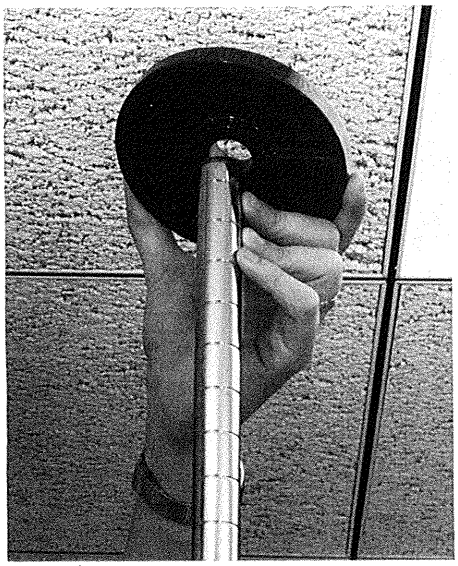
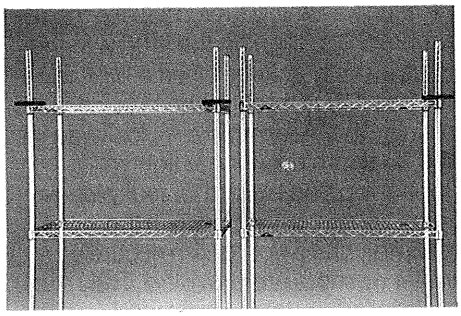

FIG. 8
FIG. 9
9. On the long side of each unit which faces inboard toward the mobile units, slide a 5 1/2" donut bumper down over three of the four posts. Bumpers will rest on the top shelves (Fig. 8 and Fig. 9).